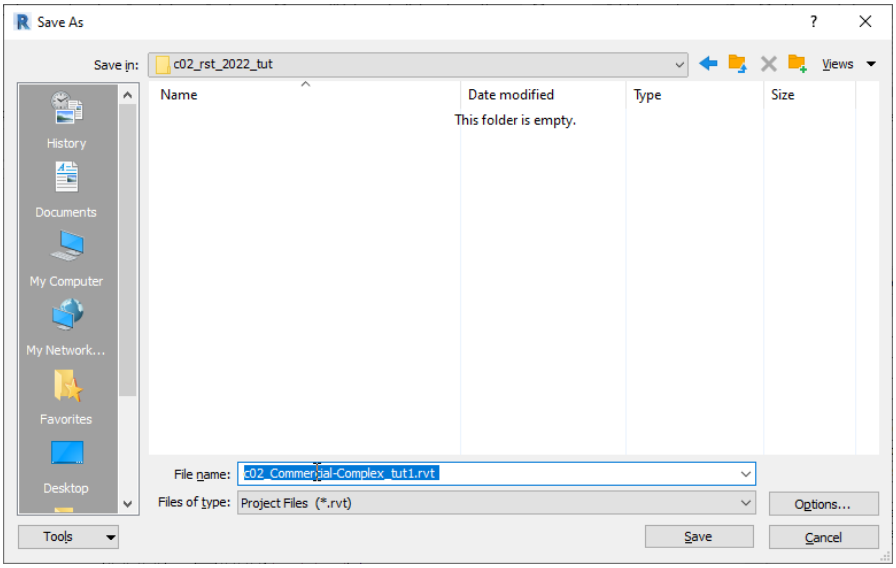

Figure 2-34 *The* ***Save As*** *dialog box*
3. Open the *rst_2022* folder and then create a sub-folder with the name *c02_rst_2022_tut*. Next, open the created folder and save the file with the name *c02_Commercial-Complex_tut1.rvt* (For Imperial), refer to Figure 2-34. For Metric, save the file with the name *M_c02_Commercial-Complex_tut1.rvt* .